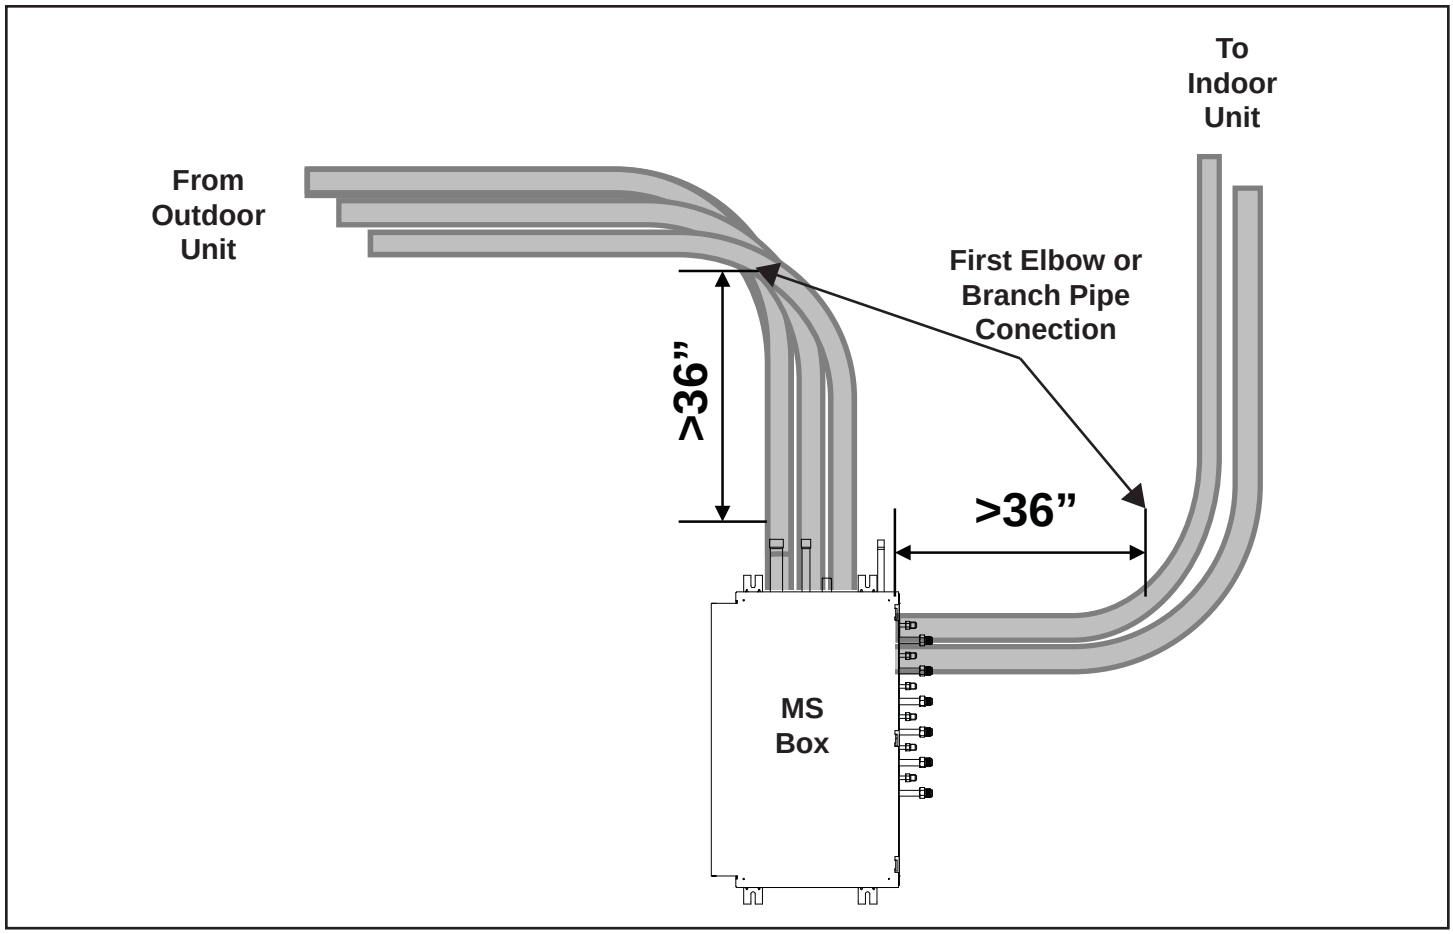

Figure 3. Mode Selection Box Piping
- Provide sufficient clearance around mode selection box to allow 3 feet of straight pipe before the first elbow or branch pipe is installed. See Figure 3.
Use the provided suspension brackets to suspend the mode selection box(es) between the outdoor and indoor units. The mode selection box location must be able to accommodate the size of the box, as well as the required 3 feet of straight pipe length between the box and the first elbow or branch pipe. Refer to the dimension drawing on Page 3 and Figure 3.
- Allow a minimum of 3 feet between the mode selection box and the first elbow or branch pipe in refrigerant piping. See Figure 3.